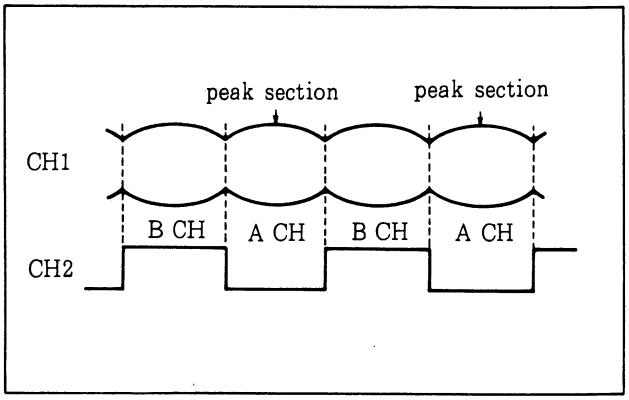

図5-24. トラッキングセンター調整
(1) スロー再生トラッキングつまみをセンタークリック点にセットする。
(2) RV806で波形のピークがA CHの中心になるように調整する。(図5-24参照)